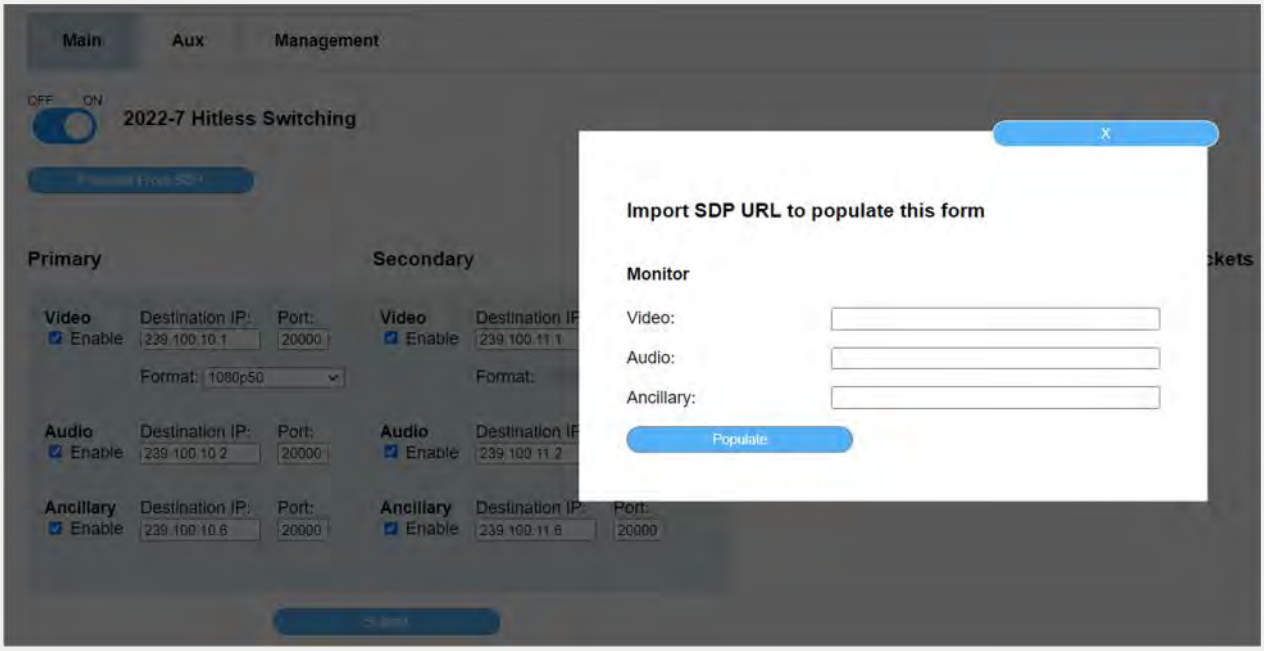

Figure 34. Import SDP URL
- Clicking the “Populate From SDP” button brings up the SDP URL import window (Figure 34).